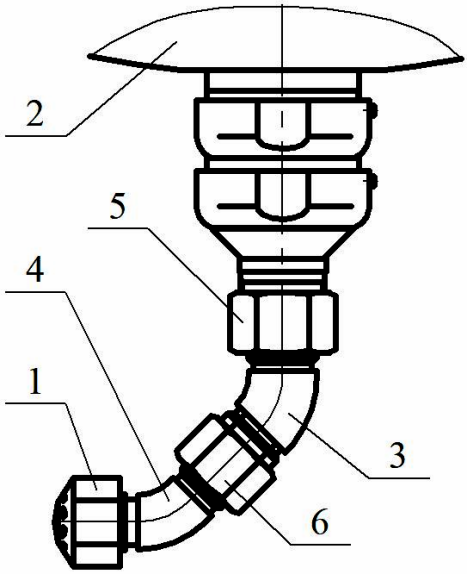

Рисунок 17
6.13 Вместо трубной разводки МУПТВ может быть оснащен одним насадком-распылителем «ТРВ-Тунгус-Df» (для тушения очагов пожара классов А, В) или «ТРВ-Тунгус-Dc» (для тушения открытых проливов горючих жидкостей), обеспечивающим с помощью переходника (см. рисунок 17) направленную (под любым углом) подачу ОТВ в зону пожара с целью устранения затененных «мертвых» зон.